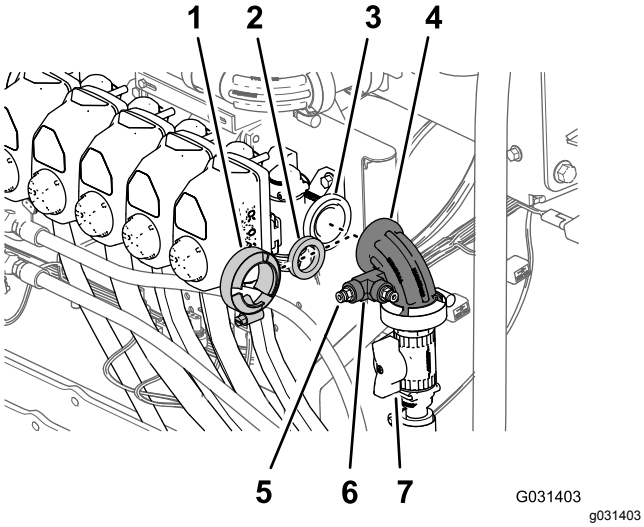

Figur 185
1. Ret pakningen og 90° knærøret til slangetromlen ind efter flangen fra dyseventil 10 (Figur 185).
2. Fastgør knærøret og pakningen på ventilen med en flangeklemme, og stram klemmen med håndkraft (Figur 185).
3. Påfør en belægning af PTFE gevindforseglingsmiddel på gevindene på rørkoblingen og monter rørkoblingen i T-fittingen som vist i Figur 185.